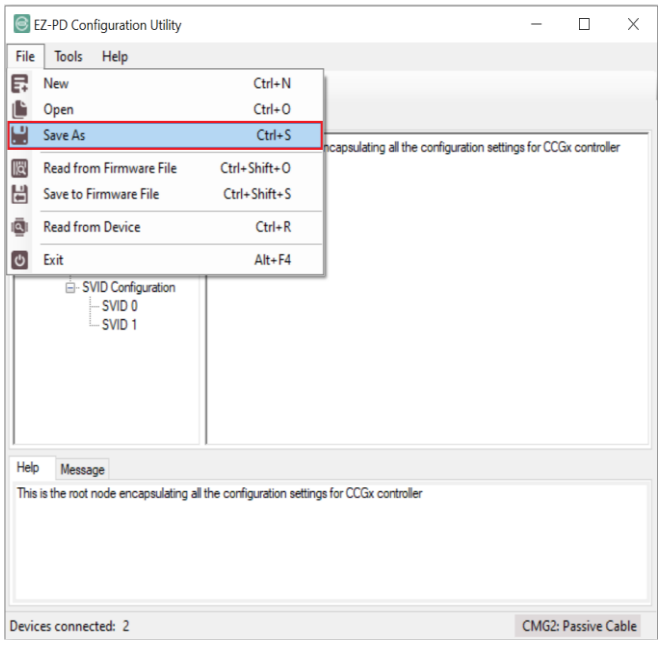

**Figure 26 Saving Configuration of CMG2 Passive Cable Project**
7. After setting the configurations of the desired parameters, save the newly created project. Then, click **File** > **Save As** and browse to a local directory to save the configured project, as shown in Figure 26. The updated configuration parameters are saved as an XML file. By default, the .CYACD and the .c files will be saved at the same location.